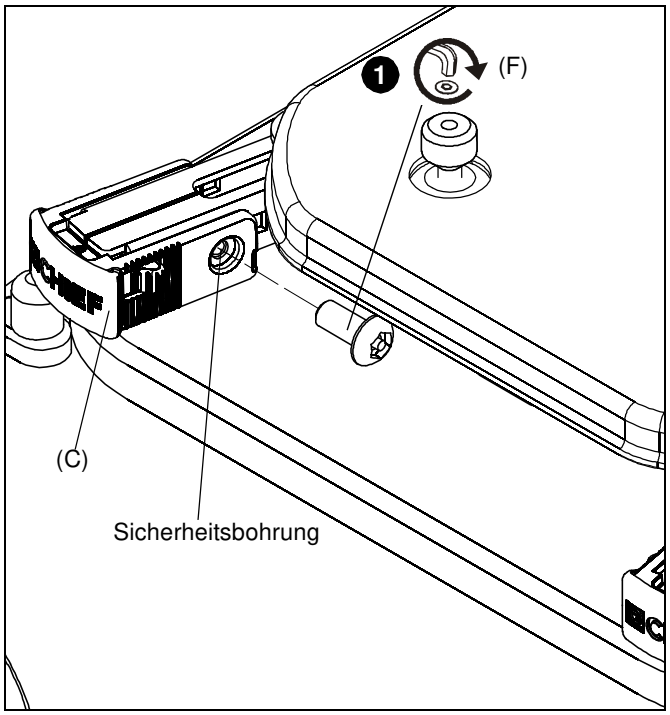

Abb. 10
1. Montieren Sie Nr. 8-32 x 3/8"-Halbrundkopf-Sicherheitsschrauben (F) in die Sicherheitsbohrungen der SSBU/SSMU-Beine. (Siehe Abb. 10)